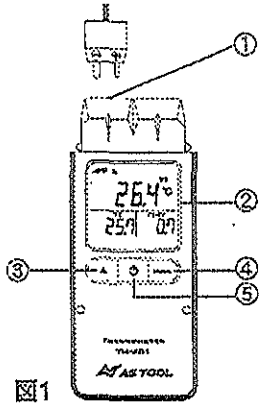

図1
(1)測定の前にまずKタイプ熱電対センサー(別売)を本体上部のセンサー差し込みソケット①に差し込みます。図1を参考に極性に注意して差し込んでください。